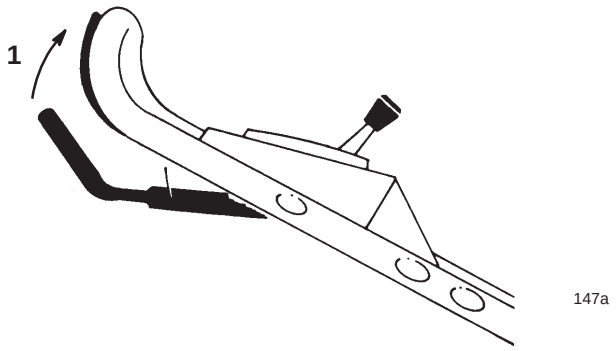

Bild 11
2. Halten Sie die Schaltstange zum Fahren gegen den oberen Handgriff gedrückt (Bild 11).
Sie können die Fahrgeschwindigkeit durch Erhöhen oder Reduzieren des Abstandes zwischen Schaltstange und Griff (Bild 11) wie folgt variieren: